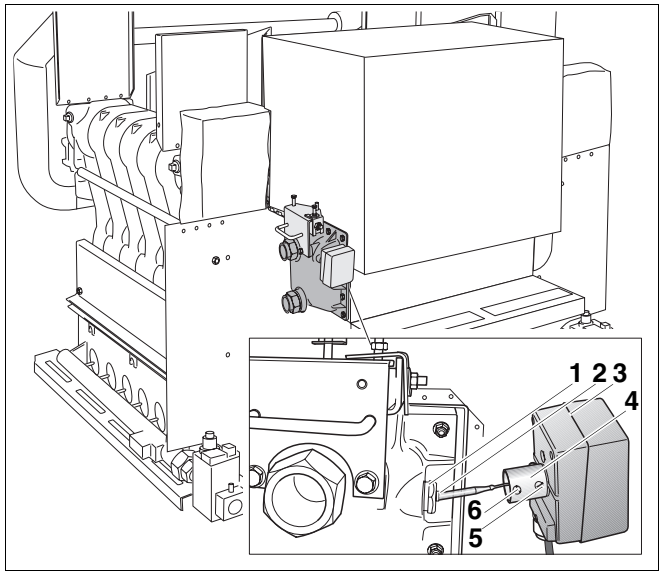

Afb. 54 Maximaalthermostaat monteren
- Plaats de adapter (afb. 54, **pos. 4**) op de maximaalthermostaat (afb. 54, **pos. 3**) en beveilig hem met twee beveiligingsschroeven (afb. 54, **pos. 5**) aan de adapter.
- Leid de capillaire voeler (afb. 54, **pos. 2**) van de maximaalthermostaat (afb. 54, **pos. 3**) in de dompelhuls (afb. 54, **pos. 1**) en beveilig hem met de beveiligingsschroef (afb. 54, **pos. 6**) aan de adapter.